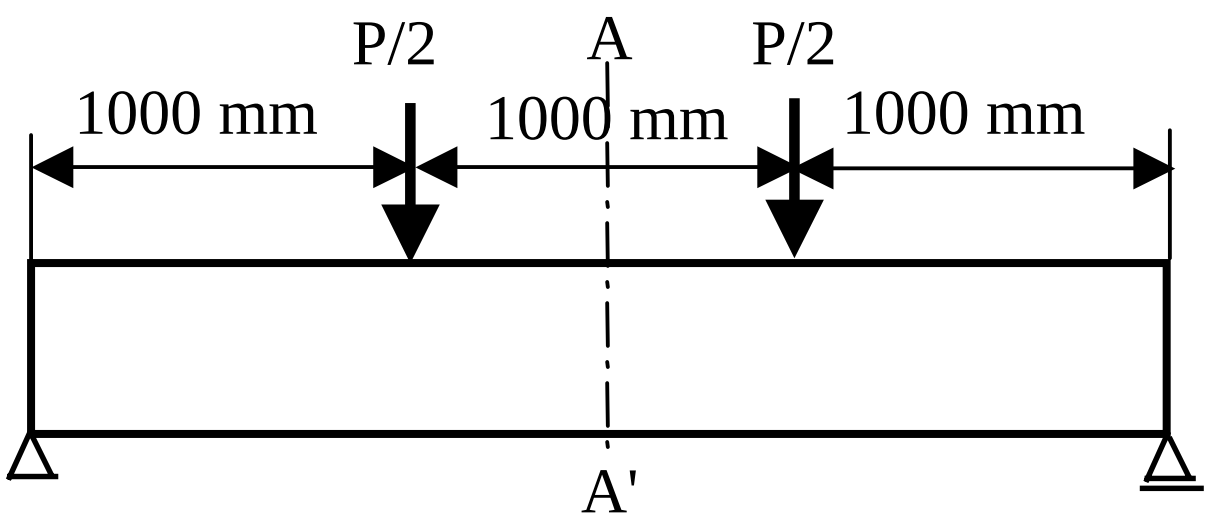
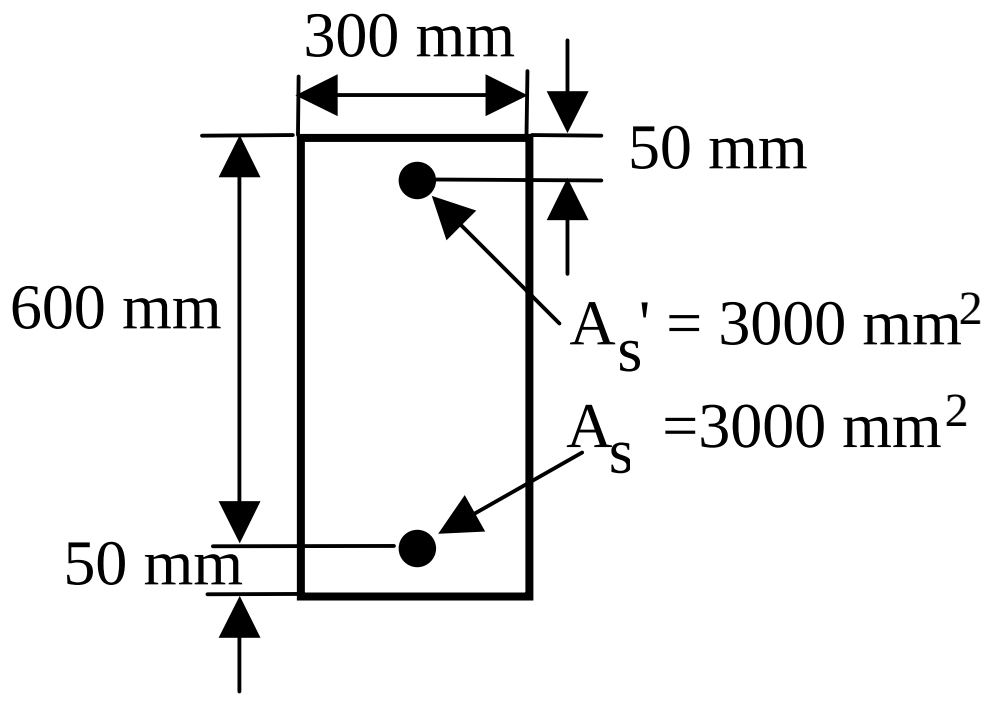

Fig. 1 RC beam subjected to the load
Fig. 2 Cross section of the beam
1. Consider a simply supported reinforced concrete beam which is subjected to the load P as shown in Fig. 1. The cross section of the beam is given in Fig. 2.